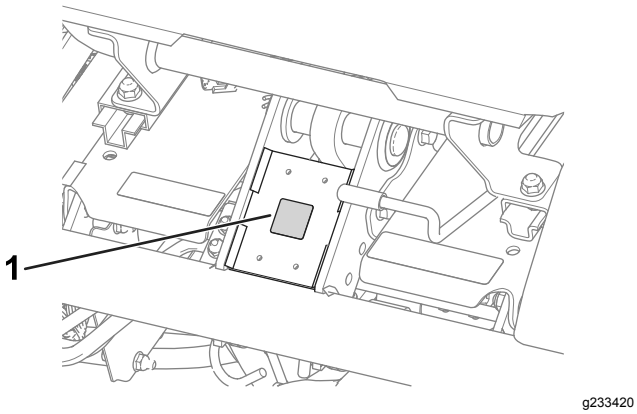

**Figur 11**
- Placera CE-märkningsdekalen på ramen under sätets främre del (Figur 11).